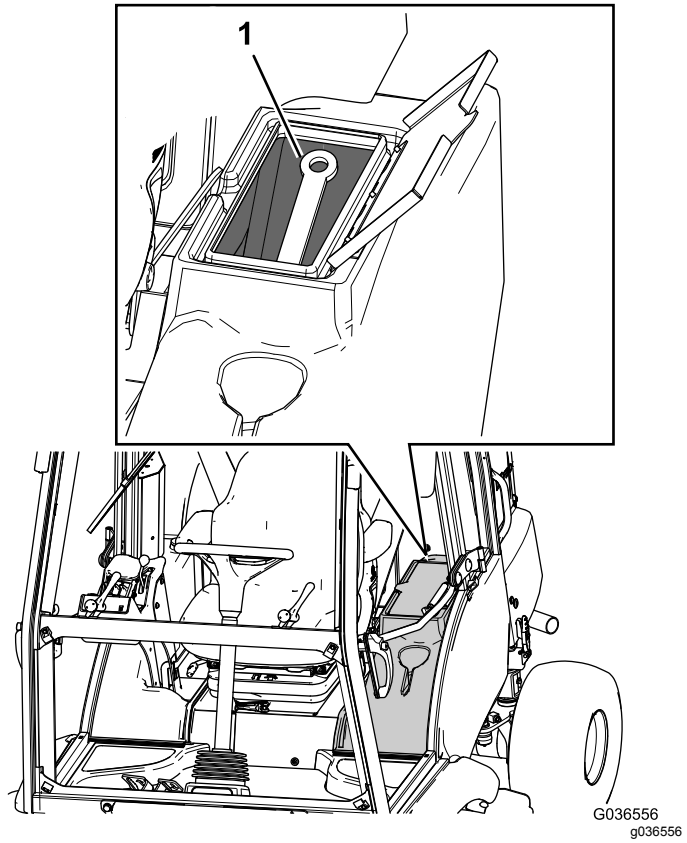

図 21
C. 安全サポートブラケットを格納ポッドに収納する図 21。